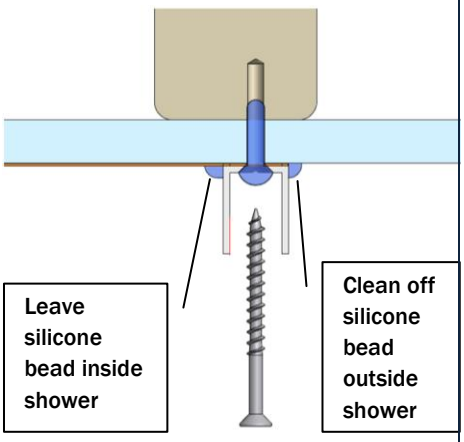

Fig 11
12. When plumb, drill 2 holes (3.5mmD) in wall channel, lining up with framing locations (fig 11). The top hole should be within 100mm of top of channel and the second hole within 1000mm of top of channel. No screws will be required lower than 1000mm up from floor channel.
15. Inject silicone into and around screw holes (fig11). Ensure wall channel is plumb, then screw in place.